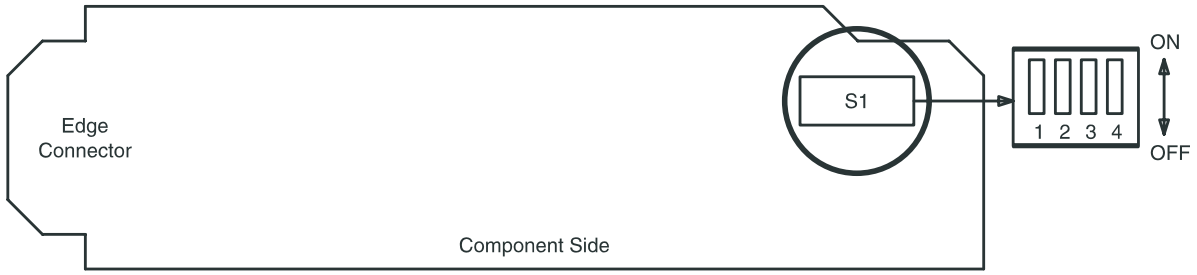

Figure 3. HDSL Control Switch
29. Set **HDSL** option switches per Table E and Figure 3.